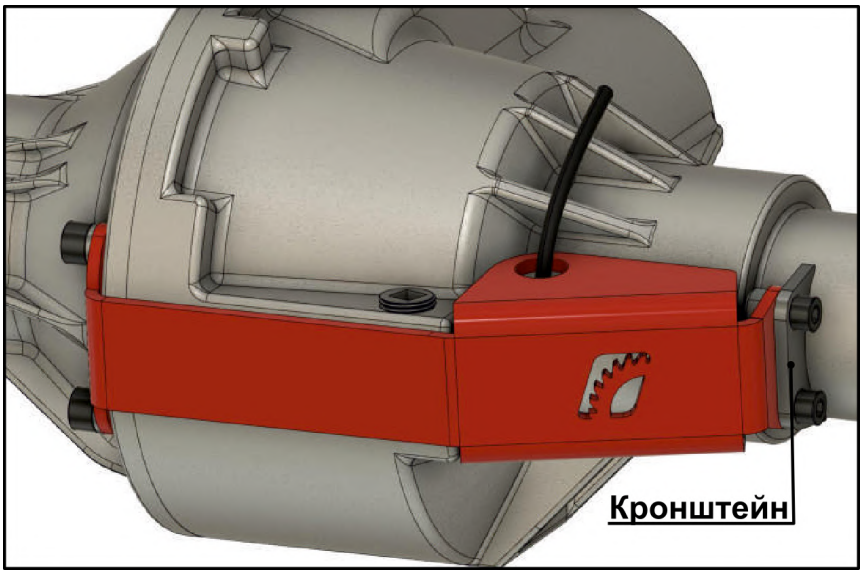

Рис. 32
*Опционально Вы можете приобрести защиту пневмоввода принудительной блокировки дифференциала для эксплуатации автомобиля в экстремальных условиях. Защита изготовлена из стали толщиной 5 мм, покрыта антикоррозийным порошковым покрытием. Монтаж защиты требует применения сварочного аппарата и участия в установке квалифицированного персонала (крепёжный кронштейн защиты приваривается к корпусу картера моста). (**Рис.32**)*